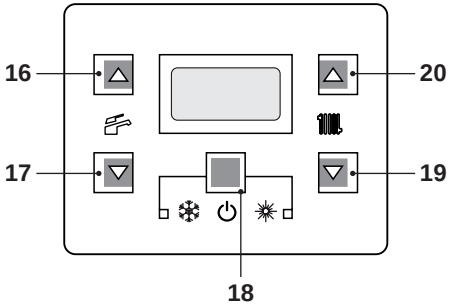
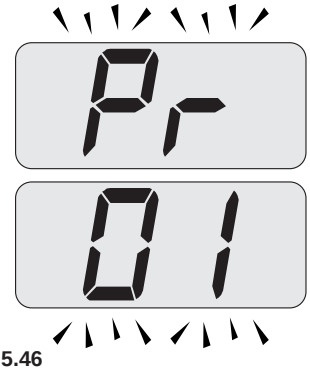
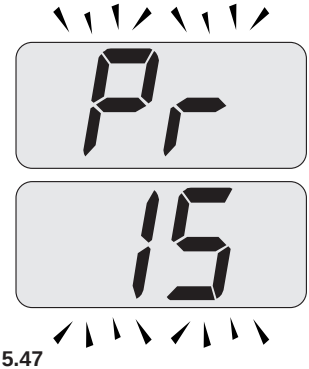

Figura 5.45
Figura 5.46
Figura 5.47
- Entrare in "modalità programmazione" premendo contemporaneamente per 10 secondi i tasti 18 - 19 - 20 (Figura 5.45) fino a far apparire sul display LCD le lettere **Pr** che si alternano con il codice **01**, indicanti l'entrata nel "parametro 01" (Figura 5.46).
- Scorrere i vari parametri utilizzando i tasti 19 o 20 fino a far apparire sul display LCD le lettere **Pr** che si alternano con il codice **15**, indicanti l'entrata nel "parametro 15" (Figura 5.47).
- Premere contemporaneamente i tasti 18 e 20 (Figura 5.45) fino a far apparire sul display LCD il valore del parametro 15 (Figura 5.48).
- Premendo il tasto 18 (Figura 5.45) si ottiene la conferma del valore inserito.
- Premendo contemporaneamente i tasti 18 e 19 (Figura 5.45) si esce senza modificare il valore (ritorno alla lista parametri Figura 5.47)
- Premendo contemporaneamente per 10 secondi i tasti 18 - 19 - 20 (Figura 5.45) si esce dalla "modalità programmazione".
Comunque se la temperatura ambiente non dovesse essere confortevole si può aumentare o diminuire la temperatura di mandata dell'impianto riscaldamento di ± 15°C agendo sui tasti 19 (diminuzione) e 20 (aumento) (Figura 5.45).